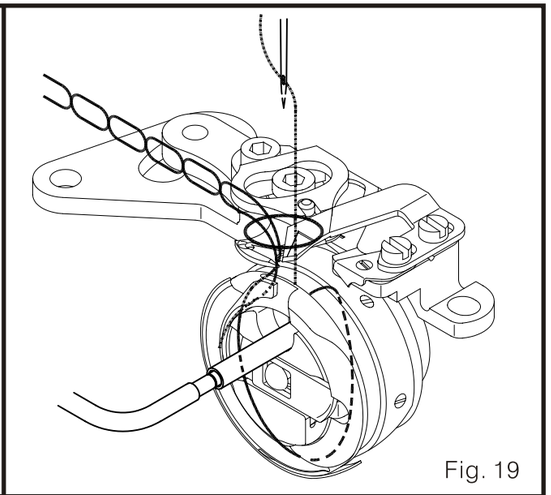

Fig. 19
2. Cuando la aguja se mueves hacia atrás, la cuchilla movible toca el hilo. (Fig. 19)